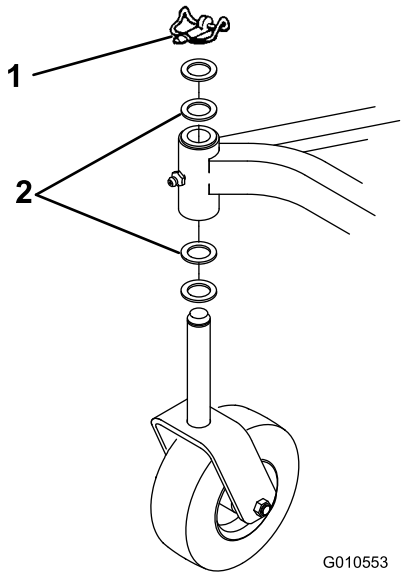

Figur 18
4. Sett inn kjørner i toppen eller bunnen av monteringstuben og driv hylsen ut av tuben (Figur 18). Driv også den andre hylsen ut av tuben. Rengjør innsiden av monteringsrøret for å fjerne smuss.